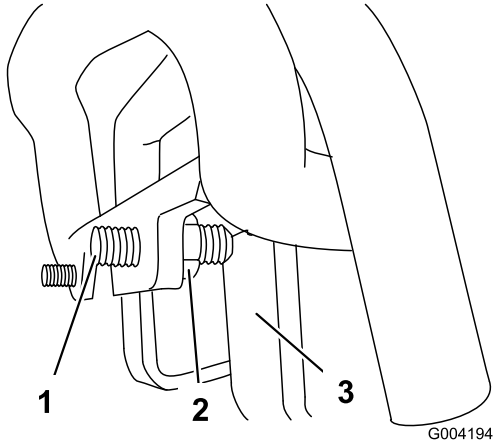

**Figur 54**
3. Om traktorenheten drar åt **vänster**, lossa **höger** kontramutter och justera inställningsskruven framtill på drivreglaget (Figur 54).
4. Om traktorenheten drar åt **höger**, lossa **vänster** kontramutter och justera inställningsskruven framtill på drivreglaget (Figur 54).